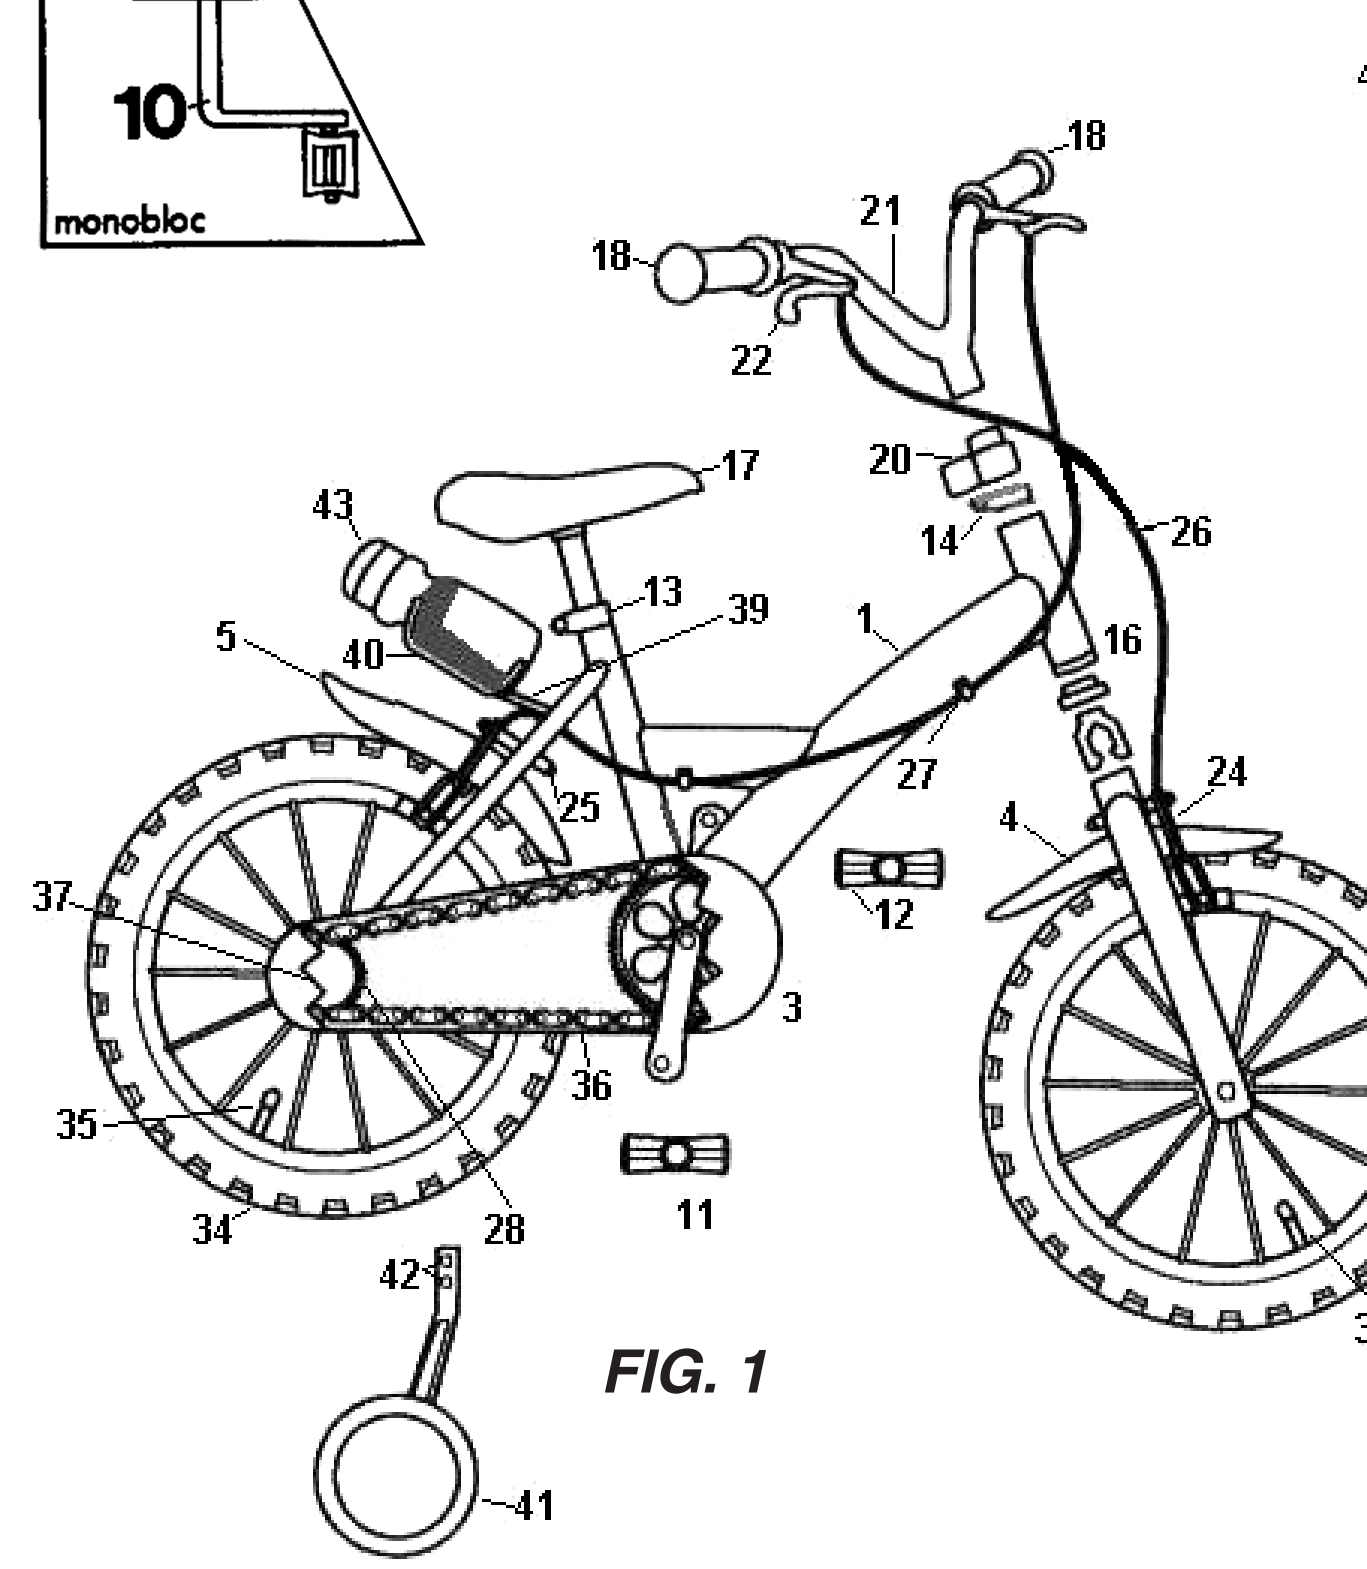

FIG. 1
7. MONTERING AV VANNFLASKEN (fig. 1)